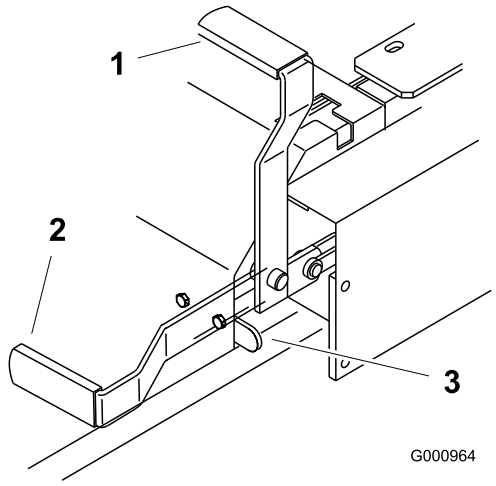

Figuur 12
2. Trek de parkeerrem naar achteren en omhoog om deze in werking te stellen (Figuur 12). De parkeerremhendel moet vast blijven staan op Ingeschakeld.
Duw de parkeerremhendel naar voren en naar beneden om de parkeerrem vrij te zetten (Figuur 12). De parkeerrem is uitgeschakeld en de hendel zit tegen de aanslag van de rem.